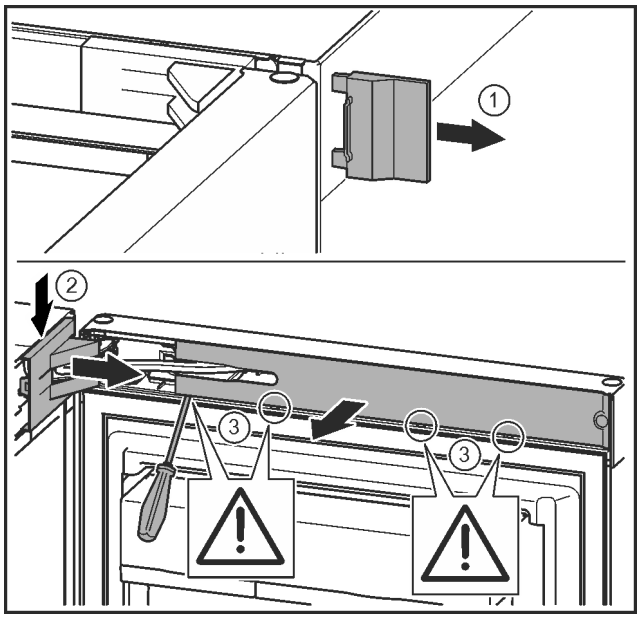

Fig. 9
▶ Retire la cubierta exterior. *Fig. 9 (1)*
▶ Desencaje y suelte la cubierta del soporte de cojinete. Retire la cubierta del soporte de cojinete. *Fig. 9 (2)*
▶ Desencaje el panel con el destornillador para tornillos de cabeza ranurada y gírelo lateralmente. *Fig. 9 (3)*